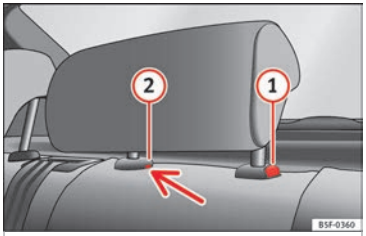

**Fig. 155** Rear centre head restraint: release point.
– To set the head restraint lower down, press the »» **Fig. 155** ① button and move it downwards.